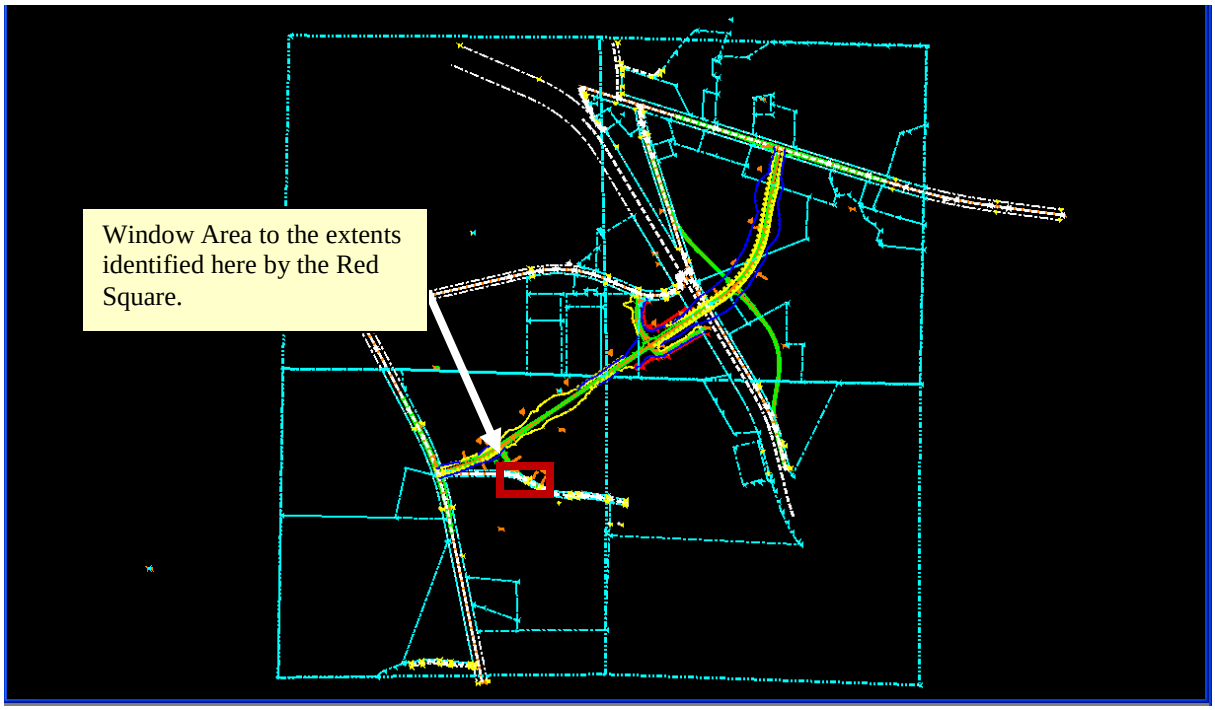
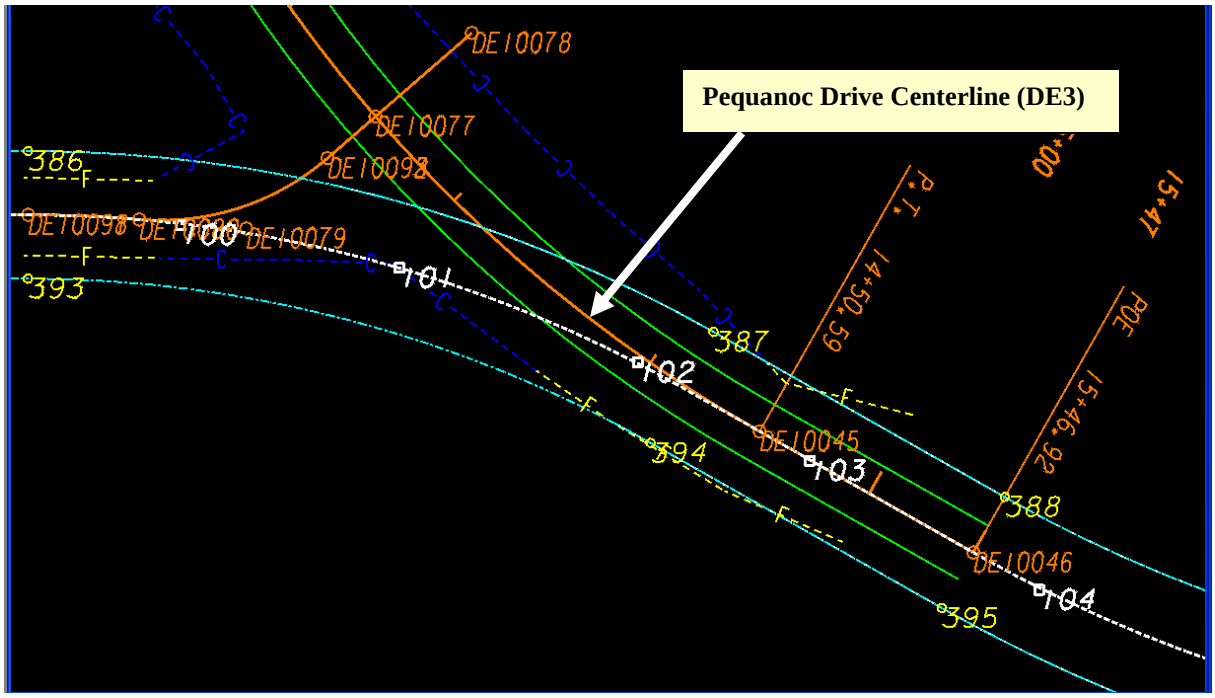

Figure L12-63 MicroStation View
Figure L12-64 MicroStation View
59.	**Open the MicroStation Working File.** • In MicroStation, select **File ► Open**. • Browse to **C:\InRoads Data\1234567\Design Labs\Standards**. • Highlight **GDOT 3D Working File.dgn**. • Click **Open**. • Attach the Reference Files **1234567MAIN.dgn**, **1234567LIMT.dgn** and **1234567PROP.dgn**. This may be accomplished in MicroStation by selecting **File ► References** and selecting **Tools ► Attach** from the **References** dialog. Remember to attach as ***Coincident World*** with the **Logical Names** of **MAIN**, **LIMT**, and **PROP** respectively. (NOTE: See Previous **Step 13** in this Lab for Reference File Attachment instructions if needed). • When completed – Close the **References** dialog. • In MicroStation, click the **Fit View** icon. • Ensure your view in MicroStation matches that shown in *Figure L12-63*. • In MicroStation, **Window Area** the location identified by the Red Square in *Figure L12-63*. • Ensure your view matches that shown in *Figure L12-64*.